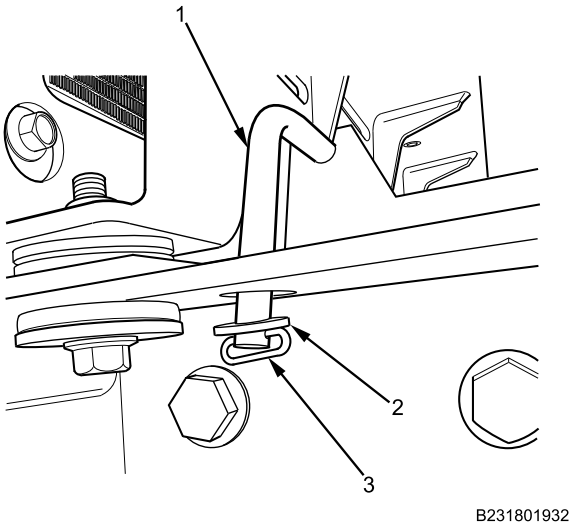

Figure 3. Torsion Bar, Washer, and Clip.
1. Install hood torsion assist bar (Figure 3, Item 1) into frame slot with washer (Figure 3, Item 2) and new clip (Figure 3, Item 3).